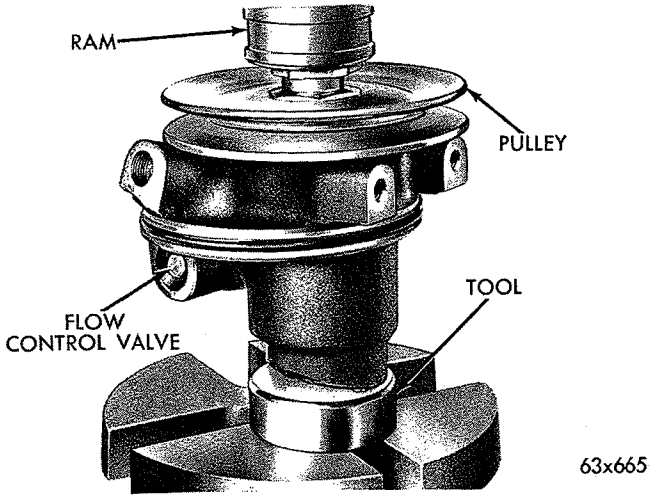

*Fig. 8—Installing Pump Pulley*
(8) Press pulley hub on shaft with a heavy duty arbor press until hub of pulley is flush with end of shaft (Fig. 8).
(9) Install new pump "O" ring and reservoir, gasket. Lubricate "O" ring before installation.
(10) Install reservoir and pump brackets. Tighten screws to 16 foot-pounds.
(11) Install pump and adjust belt as outlined under "Cooling," Group 7.
(3) Depress control valve against spring pressure and allow it to spring back. The valve should pop out of bore. It may be necessary to lightly rap valve and repeat above operation if it is stuck in position. Bottom plug may be removed in .96 pump to aid in removing valve. If dirt chips, etc. are found on valve or within valve bore, entire pump should be disassembled, washed out and rebuilt. If valve bore is badly scored, replace pump body.
(4) Seat control valve spring in spring pocket.
(5) Remove any burrs on valve with crocus cloth, but **DO NOT** round off edges of valve lands.
(6) Lubricate valve with Power Steering Fluid and install over spring making sure it moves freely in bore.
(7) Replace plug and pin assembly in .96 pump. On 1.2 pump, replace and lubricate "O" ring on plug and install with projection out.
(8) Install snap ring with sharp edge **UP.**
(9) Install pulley (Fig. 8), new "O" ring on pump body, new reservoir gasket, reservoir and brackets.
(10) Install pump on engine.